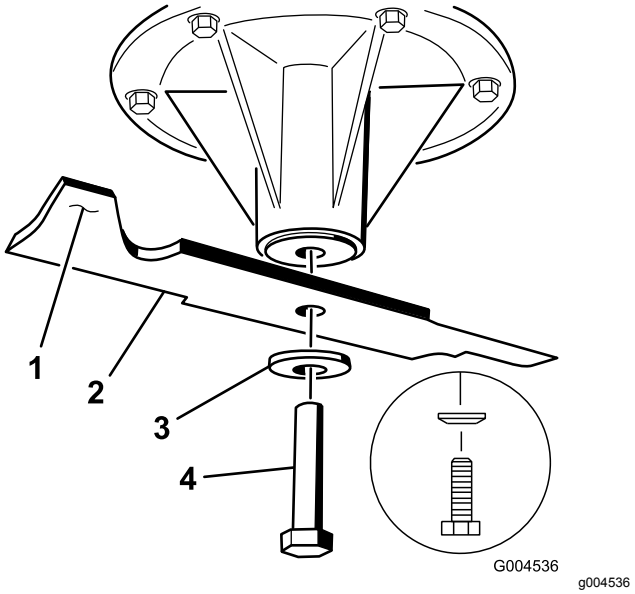
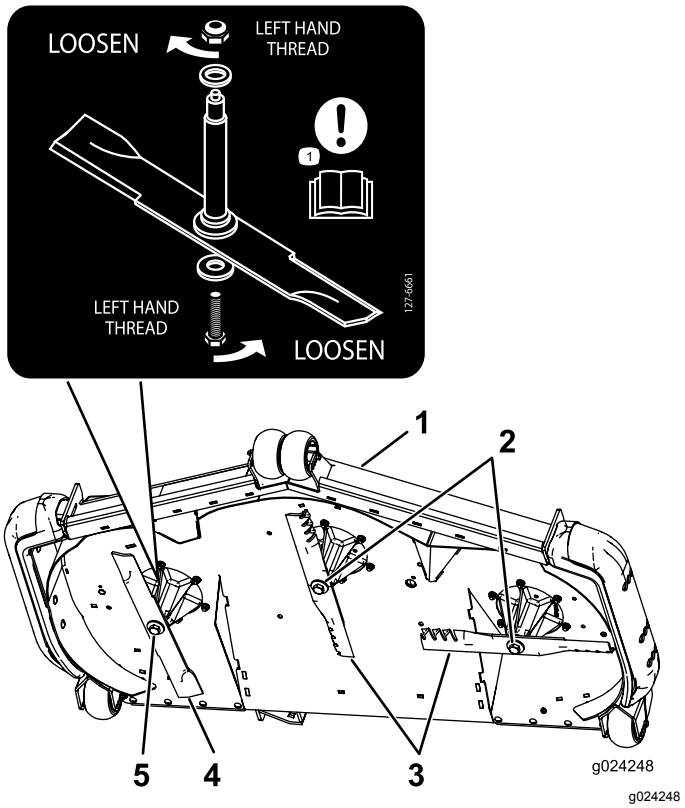

Figuur 115
Figuur 116
2. Verwijder de middelste en linkermesbout, de klemring en het mes van de spilas (Figuur 115).
3. Verwijder de rechtermesbout (met linkse schroefdraad), de klemring en het mes van de spilas (Figuur 115).
Opmerking: Let op het type en de locatie van de messen. Zie Figuur 116 voor de juiste standen.
Belangrijk: **Het rechtermes van dit maaidek draait linksom: de mesbout is voorzien van linkse schroefdraad. Gebruik Figuur 116 om de maaimessen juist te kunnen plaatsen.**
1. Monteer het middelste en linkermes, de klemringen en de mesbouten op de spilassen (Figuur 115 en Figuur 116).
Opmerking: Monteer de kegel van de klemring zodat deze naar de kop van de bout wijst (Figuur 115).
2. Monteer het rechtermes, de klemring en de mesbout (linkse schroefdraad) op de spilas (Figuur 115 en Figuur 116).